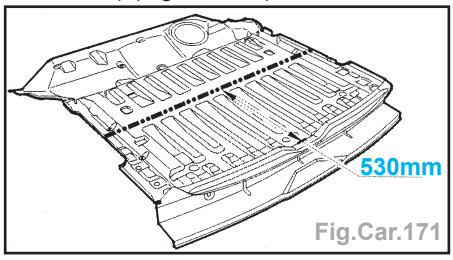

Fig.Car.171
- Tracer puis découper le plancher à l'aide d'une meule épaisseur 1 mm (coupe définitive) (Fig.Car.171).